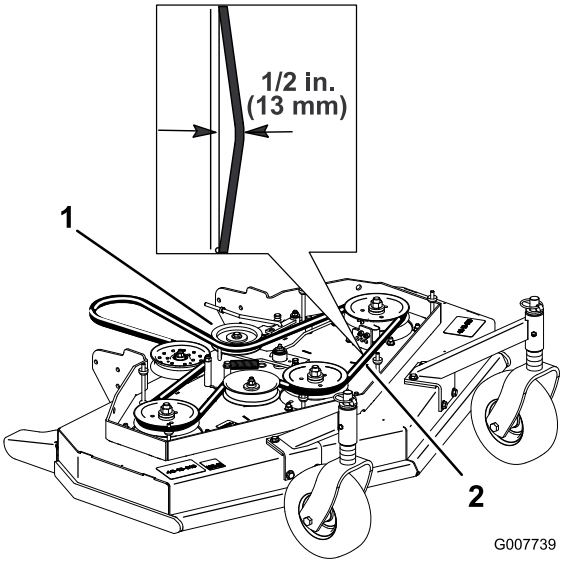

Figura 42
4. Retire a polia intermédia e a correia desgastada (Figura 42).
Nota: A tensão adequada da correia do cortador é 44-67 N com a correia desviada 13 mm numa posição entre as polias (Figura 42).